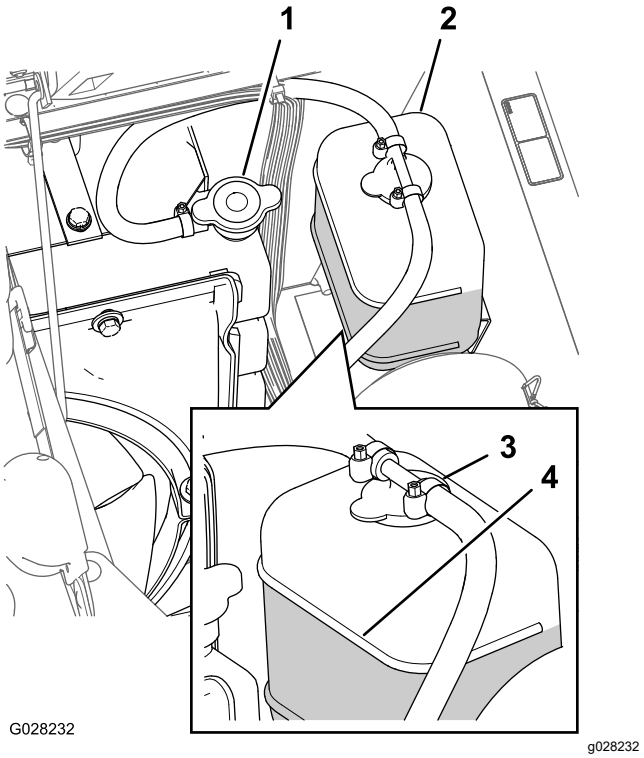

Figure 98
3. Carefully remove the radiator cap and the expansion-tank cap (Figure 98).
Note: The radiator should be filled to the top of the filler neck and the expansion tank filled to the Full mark on the tank (Figure 98).
5. If the coolant level is low, remove the expansion-tank cap and the radiator cap, and fill the expansion tank to the Full mark and the radiator to the top of the filler neck (Figure 98).
6. Install the radiator cap and the expansion-tank cap (Figure 98).
2. Wait until the engine is cool, then remove the radiator cap (Figure 98).
6. Remove the radiator cap (Figure 98).
8. Start the engine with the cap loose on the radiator (Figure 98).
10. Once the coolant has warmed up, top off the coolant level to the sealing surface of the cap and tighten the cap (Figure 98).
11. Open the expansion-tank cap and fill the tank with coolant to the Cold level (Figure 98).